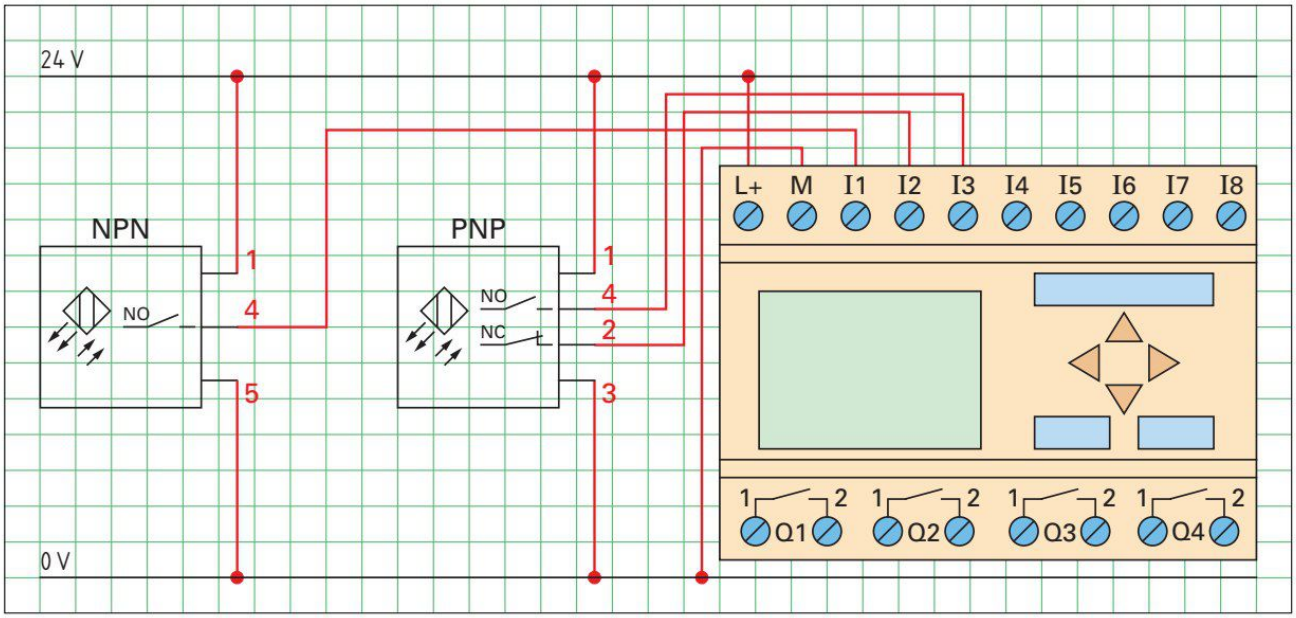

Bild 2: Anschluss von Sensoren unterschiedlicher Bauart
2. Die dargestellten 24-V-Sensoren (Lichtschranken) im 3- und 4-Leitersystem **(Bild 2)** unterschiedlicher Bauart (NPN und PNP) sollen die Eingänge des Kleinsteuergerätes (24 V Ausführung) I1, I2 und I3 ansteuern. Zeichnen Sie die korrekte Verdrahtung der Sensoren mit der Versorgungsspannung und der Eingangsbelegung des Kleinsteuergerätes. Geben Sie die richtige Farbkennzeichnung der Sensoranschlüsse an **(Bild 2)**.